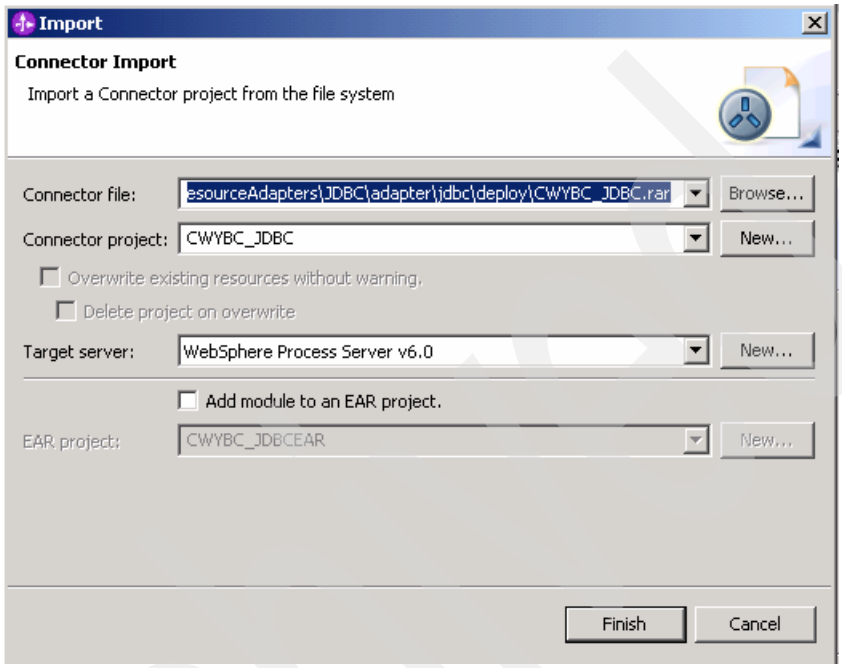

Figure 12-28 The New Connector Import wizard
3. In the Import window (Figure 12-28), click the **Browse** button and select the **CYBC_JDBC.rar** file from the resource adapters installation directory. Then click **Finish**.